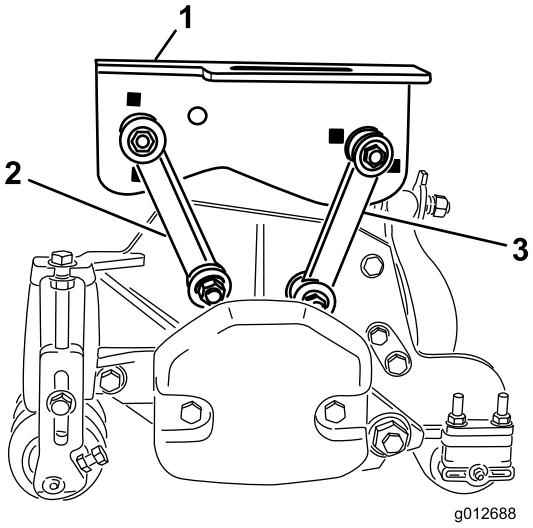

Figur 17
- Fest monteringskoblingene til midtre bærerammehull med en bolt (3/8 x 2 1/4 tomme), to flate skiver og en låsemutter som vist på Figur 17. Plasser en skive på hver side av koblingen når du monterer. Stram til festene med et moment på 42 N·m.
- Fest bakre monteringskoblinger til midtre bærerammehull med en bolt (3/8 x 2 1/4 tomme), to flate skiver og en låsemutter som vist i Figur 17. Plasser en skive på hver side av koblingen når du monterer. Stram til festene med et moment på 42 N·m.